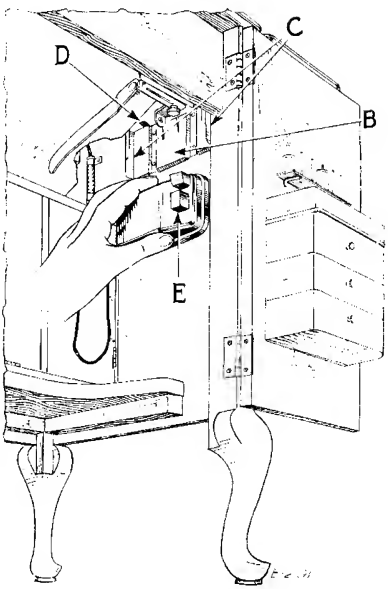

Fig. 5. Placing Bakelite Controller in Cabinet 48 for Knee Control
Insert the controller upward into the holder (B) with the pedal (E) toward you and the base of the controller in the side guides (C). Push up the controller until it rests against the stops (D), only one of which is visible in Fig. 5.